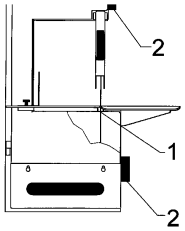

Fig.7.8.1
7.8. - Pulizia tassello guidalama (Fig. 7.8.1)